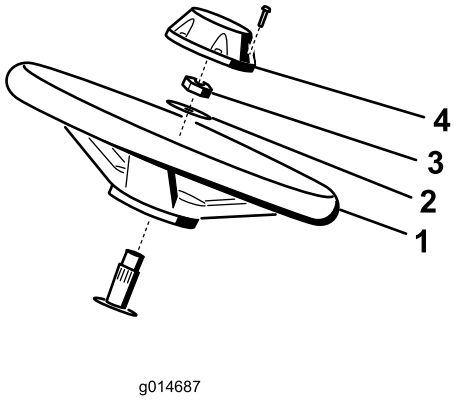

Figuur 5
1. Schuif het stuurwiel op de stuuras (Figuur 5).
2. Schuif de ring op de stuuras (Figuur 5).
3. Bevestig het stuurwiel op de as met een contramoer en draai deze vast met 27 tot 35 N·m (Figuur 5).
4. Plaats de dop op het stuurwiel en bevestig deze met 6 bouten (Figuur 5).